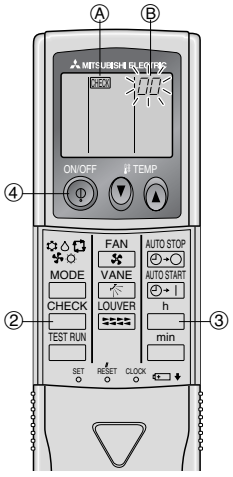

Fig. 7-4
7.3.2. Wireless remote controller (Fig. 7-4)
① Turn on the power.
② Press the CHECK button twice.